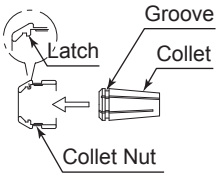

Fig. 5
③ To install the collet, hold the collet at a slight angle, and insert it into the collet nut (Fig. 5).